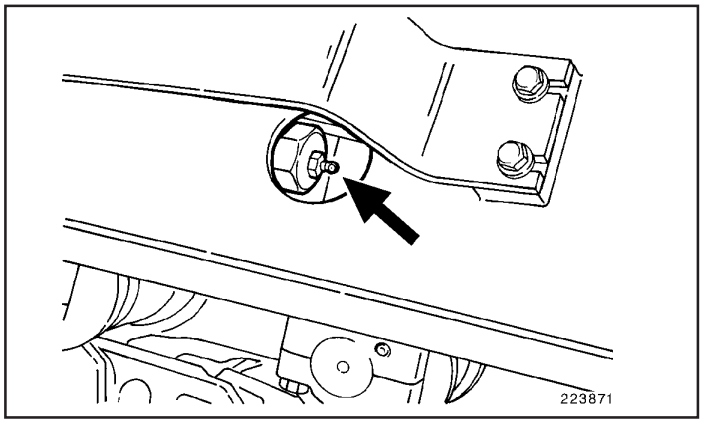

Fig.10
- Limpe a válvula de retenção do cilindro de ajuste da tensão da corrente (Fig.10).